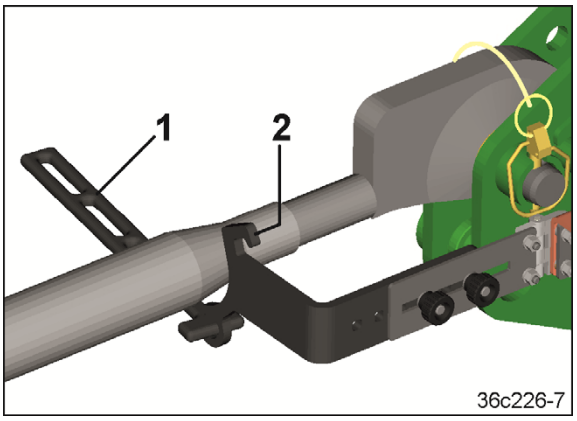

Fig. 102
4. Das Spannelement (Fig. 102/1) an der Oberlenkerhalterung (Fig. 102/2) einhaken.